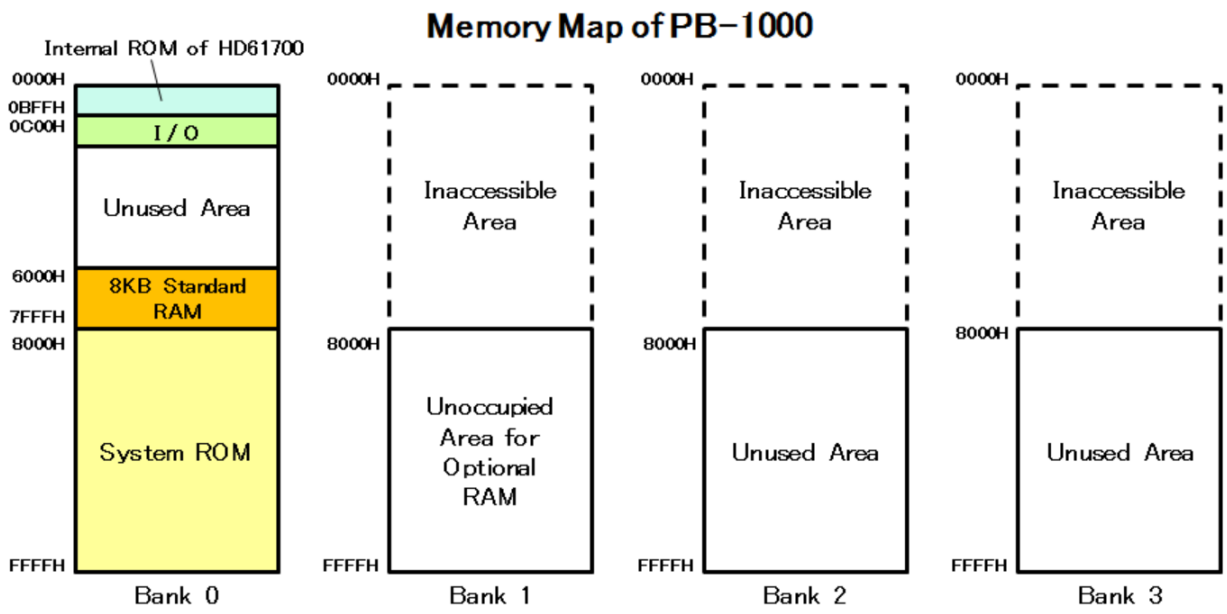

Figure A1. PB-1000 Memory Map
A memory map of Casio PB-1000 is shown in Figure A1 (Reference (11)). By switching the bank of the address space from 8000H to FFFFH, the BANK 0 system ROM and the BANK 1 RAM (extension RAM) are accessed. In addition, 0000H to 7FFFH are designed so that only BANK 1 can be accessed even if another bank is specified, and addresses 0000H to 7FFFH of BANK 1 to 3 cannot be accessed.